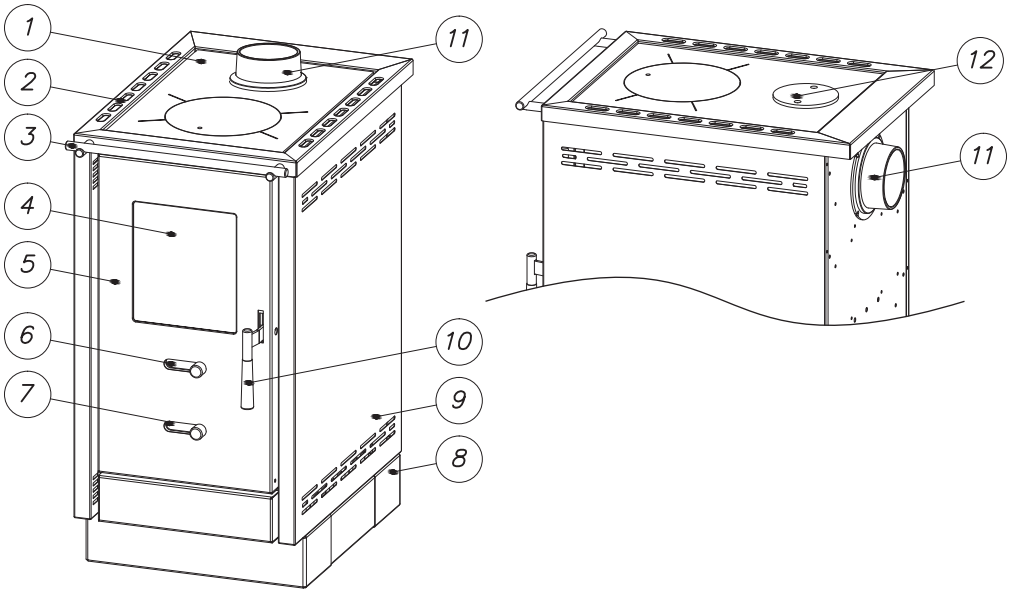

Abbildung 1
- Auf der Abbildung 1 ist das Aussehen des Kaminofens mit den für die Bedienung wichtigen Bestandteilen dargestellt.
Bestandteile des Kaminofens (Abbildung 1):